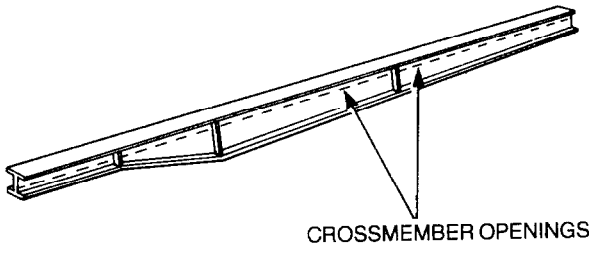

Figure 23 — I-beam Assembly
46. The frame is constructed from two steel I-beam chassis rails, with openings in the I-beams to allow for the installation of 27 cross members (see Fig. 23), which are then welded in position. The side, rear and front coaming rails are welded to the cross members and the I-beam chassis rails. Provision is made in the coaming rails to allow for the fitting of 1.52 m (5 ft) load gates.